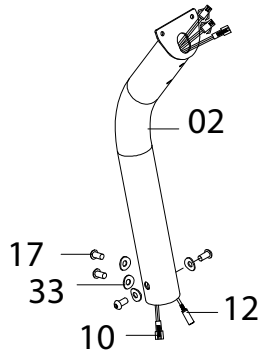

Fig. 3.2
1. Remove the pre-installed 4 **Allen Screws (No. 17)** & 4 **Arc Washers (No. 33)** from **Front Post (No. 02)** and connect the **Upper Sensor Wire (No. 10)** with the **Lower Sensor Wire (No. 11)** (see fig. 3.2).